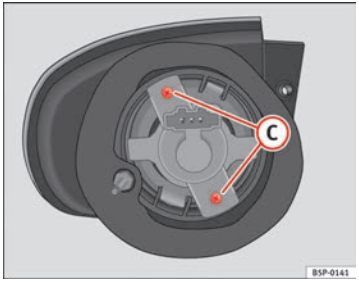

Fig. 193 Turn signal
– Unscrew the bolts ⇒ page 278, fig. 193 (C) from the bulb holder and pull on this.
– Unscrew the bolts ⇒ fig. 193 (C) from the bulb holder and pull on this.